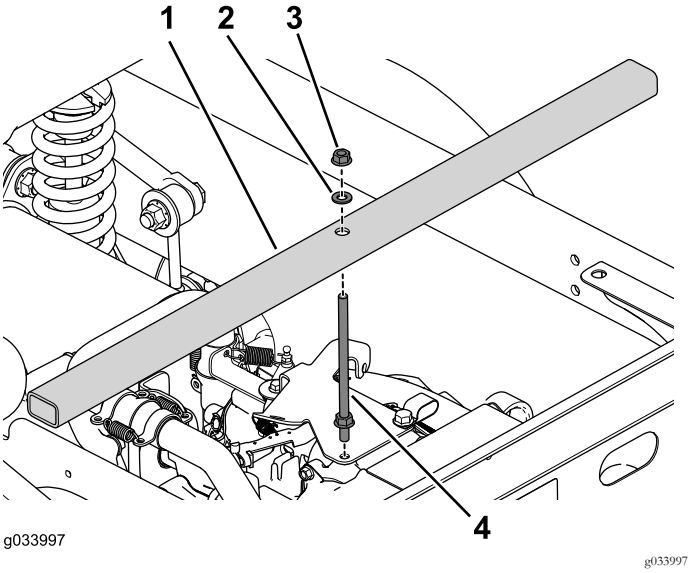

Рисунок 13
1. Выверните фланцевый болт на кронштейне дроссельной заслонки (Рисунок 13).
2. Используйте две фланцевые гайки, шайбу и резьбовой шток, чтобы установить опорную траверсу на двигатель (Рисунок 13).